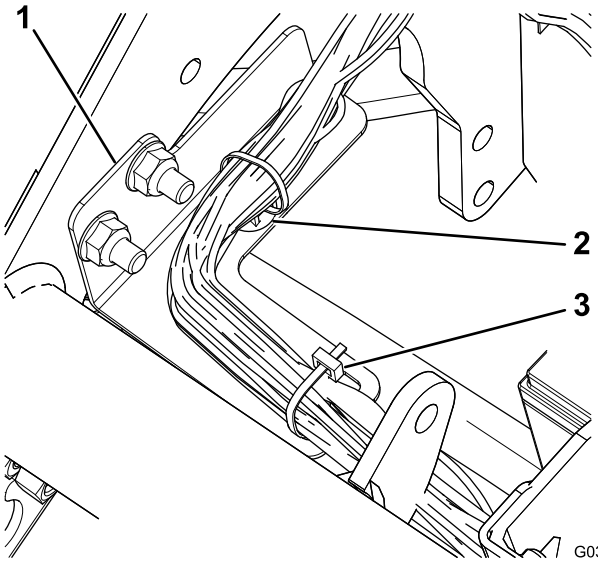

Figura 5
7. Prenda a cablagem ao suporte da cablagem com a montagem de pressão e uma braçadeira (Figura 5).